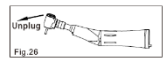

Fig.26
1) Remove the screw from the fuselage using the supplied screwdriver (Fig . 26).
2) Pull out the head and toothed shaft assembly (Fig . 26).